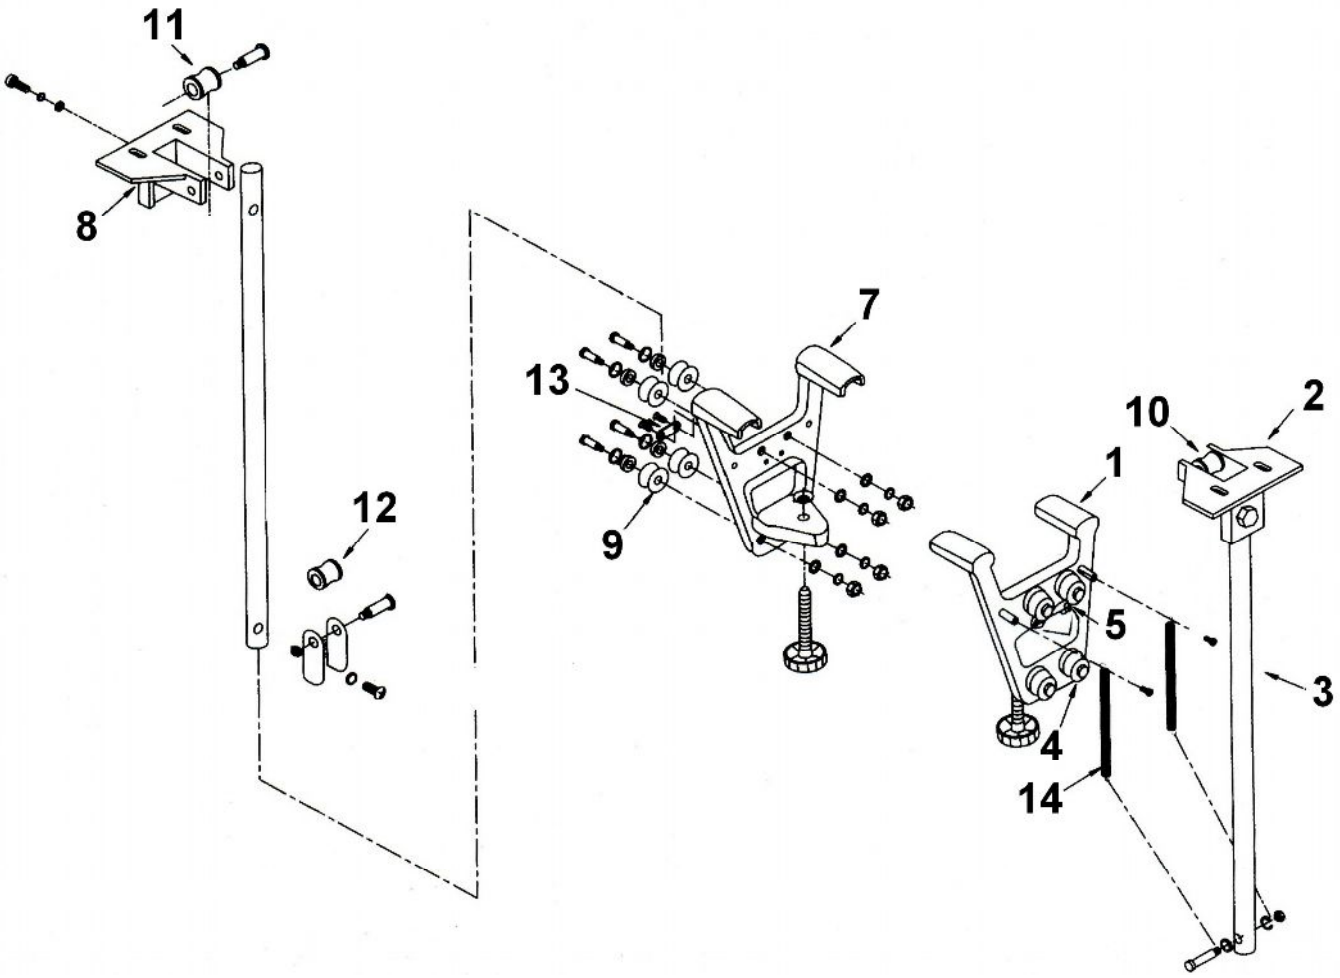

Рисунок 2
3. Достать из коробки плоский ремень и прикрутить прижимной пластиной один конец ремня к переднему подъёмнику. Провести последовательно как указано на рисунке 3 через ролик (рис. 2 поз. 10), потом над столом и через ролики (11) и (12) в заднем подъемнике. Зажать конец ленты прижимной пластиной.
4. Зафиксировать пружины 14 (Рис. 2) одним концом к струбцине, а другим концом к стержню переднего подъёмника, как указано на фото 1
6. Натянуть ремень (14), потягивая за один конец таким образом, чтобы линейка лежала всей поверхностью на раскройном столе, и потом зажать прижимную пластину. Несколько раз поднять и опустить направляющую линейку за конец прикрученный к переднему подъёмнику. Если один из концов при опускании линейки не полностью прилегает к поверхности стола то нужно провести регулировку натяжения ленты подъёмного механизма. Регулировку произвести следующим образом: натянуть или ослабить натяжение ремня, чтобы при опускании линейки на рабочий стол, она прилегала к столу всей поверхностью.